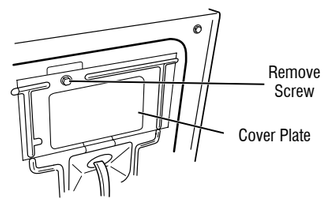

Figure 3 - Remove the cover plate
2. Remove the cover plate from the top right corner of the back of the dryer. See Figure 3.
2. Remove the cover plate from the top right corner of the back of the dryer. See figure 3.